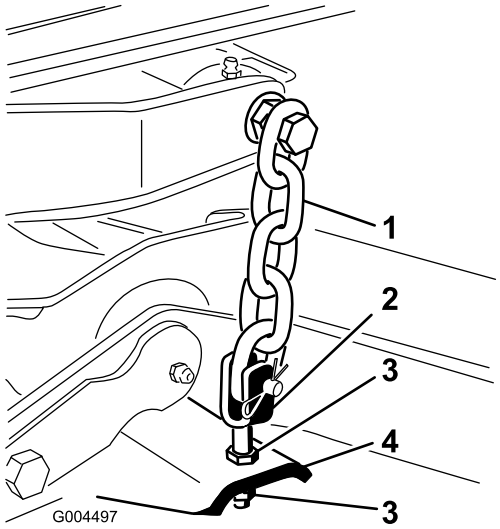

Figuur 65
7. Draai aan de contramoeren waarmee de gaffels/kettingen van het maaidek vastzitten, om de achterkant van het maaidek hoger te zetten, zodat de schuinstand 8 mm is) (Figuur 65).